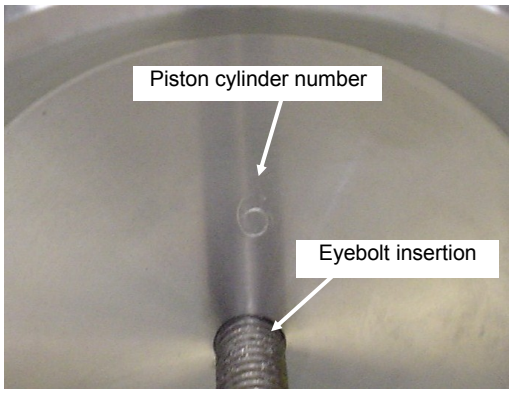

Fig. 5-89 Cylinder Number on the Piston (Cylinder No.6)
6. Insert the eyebolt into the screw hole located at the center of the concave part of the piston head, with the cylinder ASSY lying on its side (see Fig. 5-89).